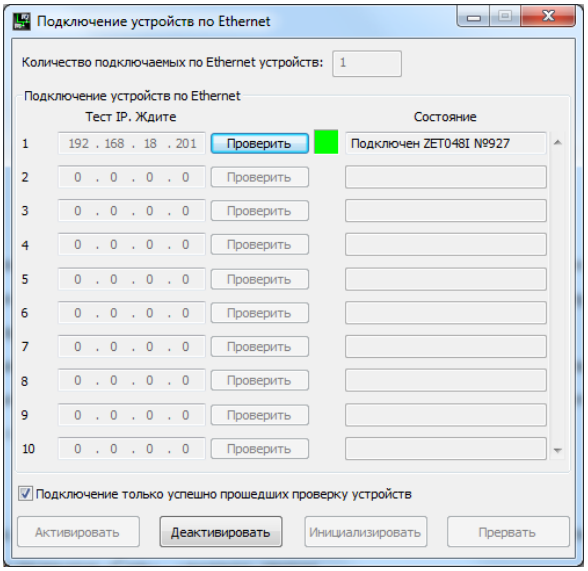

Fig. 5
- Verificar que en la ventana del programa “Time ZETServer” (Fig.5) ha aparecido la información sobre el encendido del registrador (se visualizan los canales de medición y se ha iniciado una continua y sincronizada variación del tiempo en los canales).